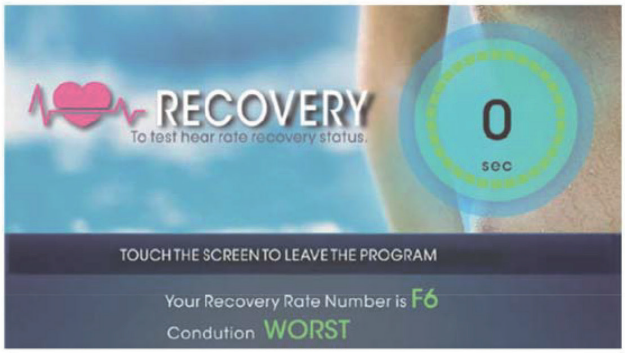

Fig. 26
(2) Put your hands around the hand sensors. The result will be displayed after 60 seconds (fig. 26).